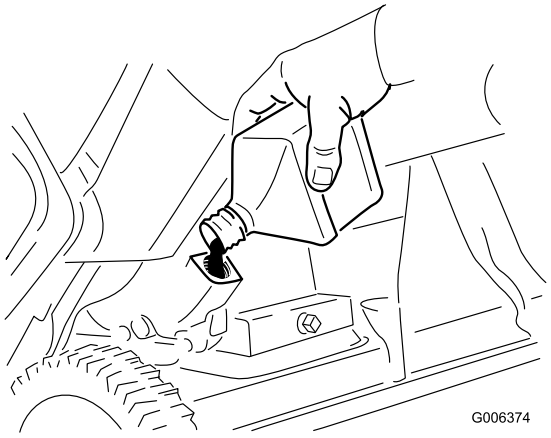

Figur 32
8. Med maskinen i driftsstilling, hell olje **forsiktig** i påfyllingshullet. Vent i tre minutter, og hell i olje til den nesten flyter over (Figur 32).